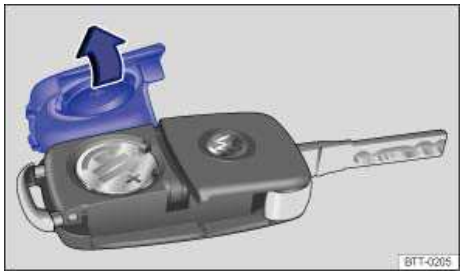

Fig. 21 Remote control vehicle key: Open battery compartment cover.
The battery is on the back of the remote control vehicle key under a cover ⇒ fig. 21.
- Remove the cover on the back of the remote control vehicle key ⇒ fig. 21 in the direction of the arrow ⇒ ⓘ.
- Position the cover as shown ⇒ fig. 21 and press it down (opposite to direction of the arrow) until you hear it click into place.